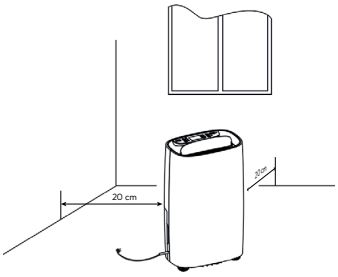

Abb. 1
1. Stellen Sie den Luftentfeuchter auf eine flache, stabile und ebene Oberfläche. Stellen Sie das Gerät so auf, dass auf jeder Seite ein Freiraum von mindestens 20 cm für die freie Luftzirkulation verbleibt (Abb.1).